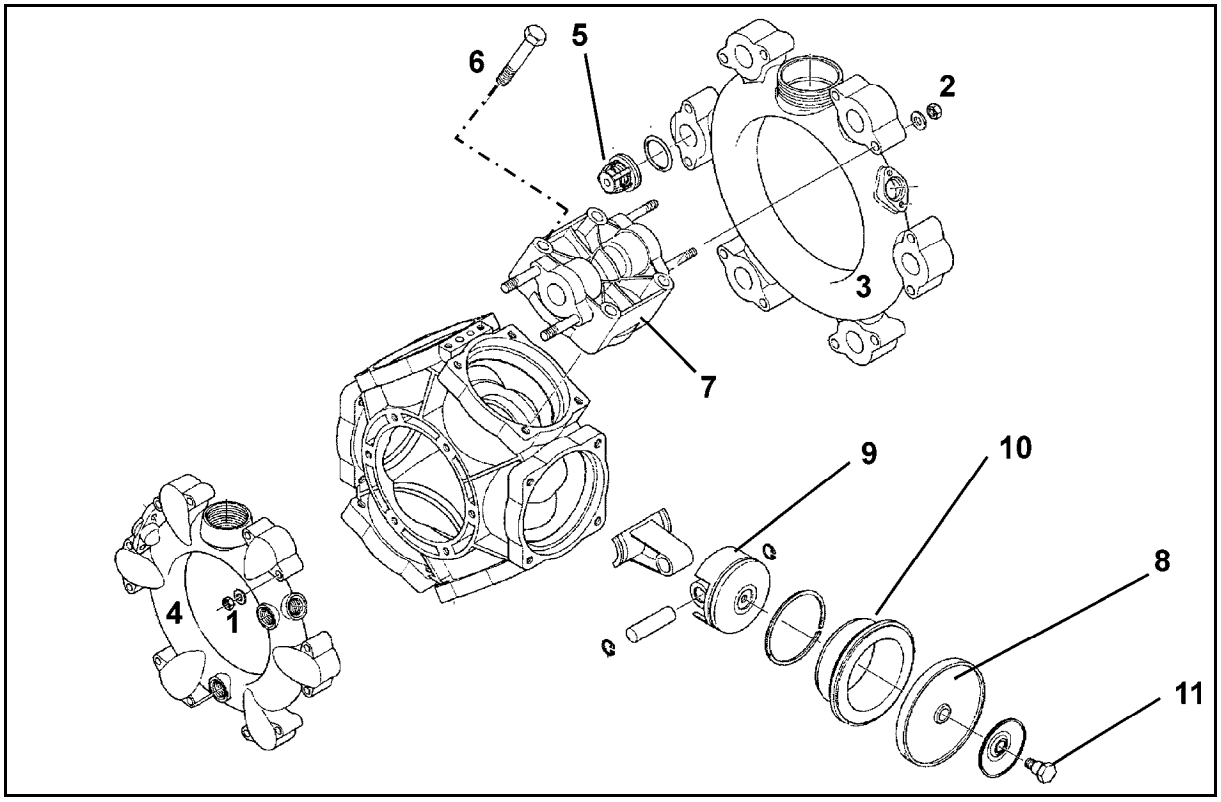

Rys. 175
- Nienaganny stan membrany tłoka (Rys. 175/8) należy sprawdzać co najmniej raz w roku poprzez jej demontaż.
- Przed wymontowaniem odpowiedniej grupy zaworów (Rys. 175/5) zwrócić uwagę na pozycje montażowe zaworów strony ssącej i ciśnieniowej.
- Także wtedy, gdy jedna z membran tłoków jest zgnieciona, pęknięta lub sparciała, należy wymienić wszystkie membrany tłoków (Rys. 175/8).
2. Zluzować nakrętki (Rys. 175/1, 2).
3. Zdjąć kanał ssący i ciśnieniowy (Rys. 175/3 i Rys. 175/4).
4. Wyjąć grupy zaworów (Rys. 175/5).
5. Odkręcić śruby (Rys. 175/6).
6. Zdjąć głowicę cylindra (Rys. 175/7).
7. Sprawdzić membranę tłoka (Rys. 175/8).
- Membranę tłoka (Rys. 175/8) zamocować podkładką trzymającą i śrubą (Rys. 175/11) na tłoku (Rys. 175/9) w ten sposób, aby krawędź wskazywała w stronę głowicy cylindra (Rys. 175/7).
- Nakrętki (Rys. 175/1,2) bezwarunkowo dociągać na krzyż i z podanym momentem dociągania. Nieumiejętne dociąganie nakrętek prowadzi do naprężeń i tym samym do nieszczelności.
1. Odkręcić śrubę (Rys. 175/11) i zdjąć membranę tłoka (Rys. 175/8) razem z podkładką trzymającą z tłoka (Rys. 175/9).
3. Wyjąć cylinder z obudowy pompy (Rys. 175/10).
6. Ponownie osadzić cylinder (Rys. 175/10) w obudowie pompy.
7. Zamontować membranę tłoka (Rys. 175/8).
8. Głowicę cylindra (Rys. 175/7) przyłożyć do obudowy pompy i równomiernie, na krzyż dociągnąć śrubami (Rys. 175/6).
9. Po sprawdzeniu i oczyszczeniu zamontować grupy zaworów (Rys. 175/5).
11. Do obudowy pompy przyłożyć kanał ssący (Rys. 175/3) i kanał ciśnieniowy (Rys. 175/4).
12. Nakrętki (Rys. 175/1,2) dociągnąć na krzyż z momentem dociągania **11 Nm**.